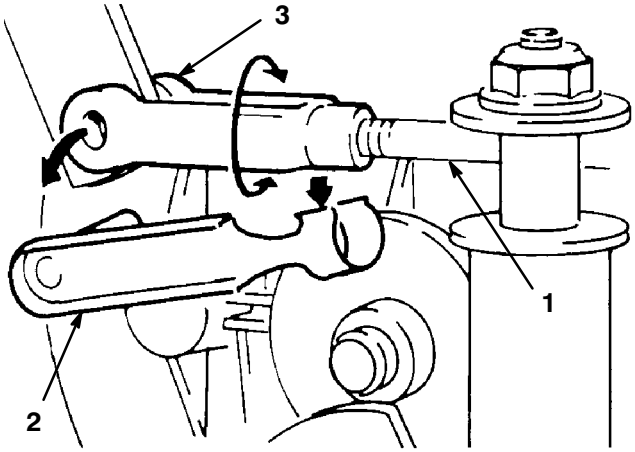

Bild 28
14. Lokalisieren Sie die ZWA-Stange links vom Getriebe (Bild 28). Entfernen Sie die Lastösenbolzen-Halterung und drehen den Bolzen zum Verlängern oder Verkürzen der Stange, bis der Abstand zwischen dem Riemen und der Scheibe herbeigeführt ist.